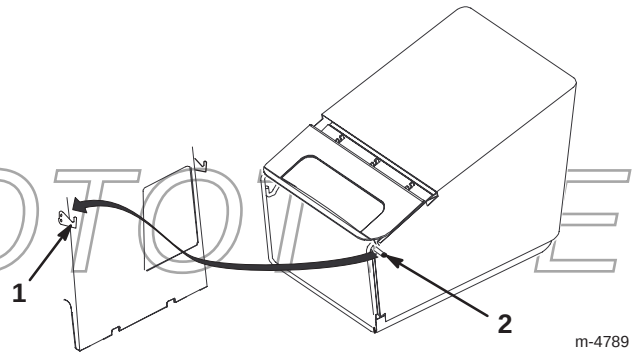

Figura 17
5. Agganciate i perni del telaio del raccoglitore sui ganci, come illustrato nella Figura 17.
4. Sollevate il raccoglitore e togliete i perni dai ganci, come illustrato nella Figura 17.